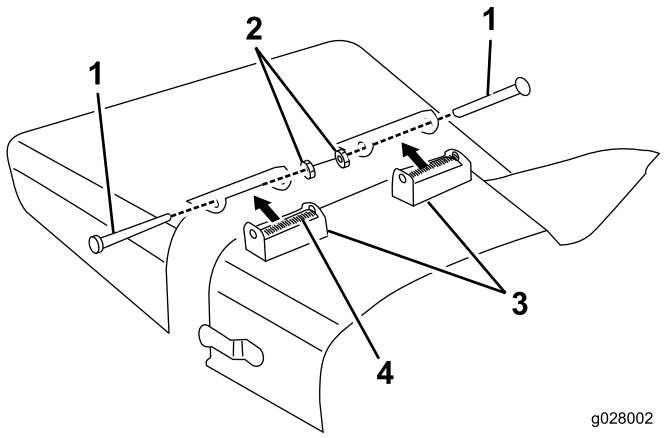

**Figure 5**
1. Retirez les vis, les contre-écrous et les ressorts qui fixent les supports du déflecteur aux supports de pivot (Figure 5).
2. Retirez les boulons de carrosserie et les écrous à embase qui fixent les supports de pivot au carter (Figure 5).